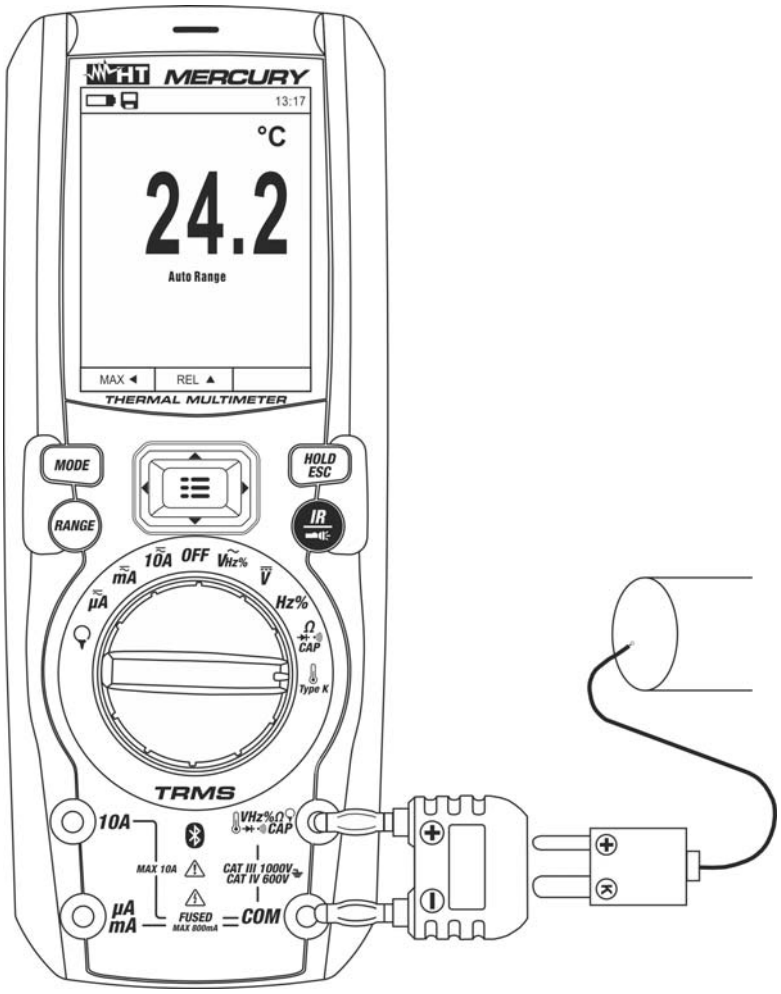

Fig. 27: Uso dello strumento per misura di Temperatura
3. Inserire l’adattatore in dotazione nei terminali di ingresso **VHz%CAPΩ** (polarità +) e **COM** (polarità -) (vedere Fig. 27)